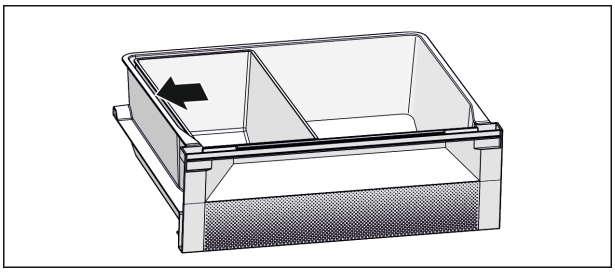

Fig. 6
▶ Разместите лоток Fish & Seafood. Изображенная позиция *Fig. 6 ()* обеспечивает оптимальную функцию охлаждения.